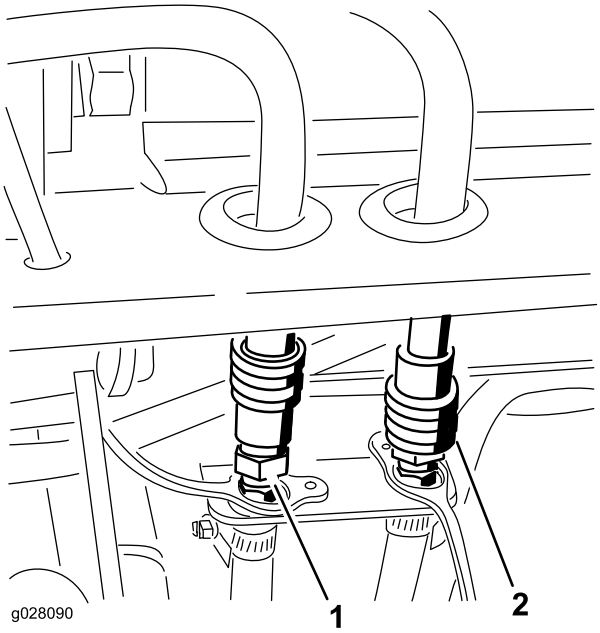

Figur 124
54. Tilslut førerhusets tryk- og returslanger til lynkoblingerne på bagstelmonteringen (Figur 124).